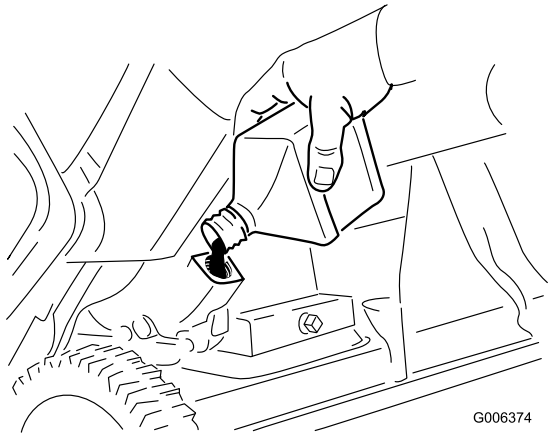

Figure 32
8. La machine étant en position d'utilisation, versez **lentement** de l'huile dans l'orifice de remplissage jusqu'au niveau de trop-plein (Figure 32).